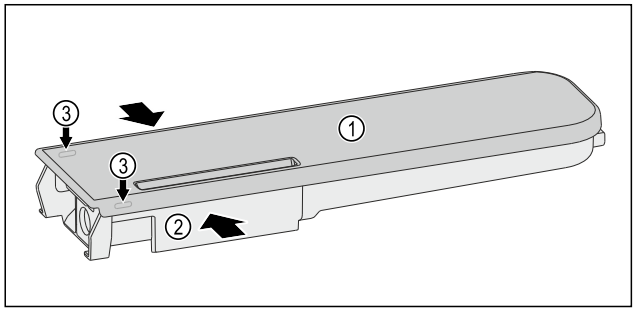

Fig. 141
▶ Presați rezervorul de apă *Fig. 141 (2)* împreună și trageți cu grijă capacul *Fig. 141 (1)* peste ciocurile opritoare *Fig. 141 (3)* și trageți-l în sus.
▶ Mișcați ușor capacul *Fig. 141 (1)* înainte și înapoi și scoateți-l în sus.